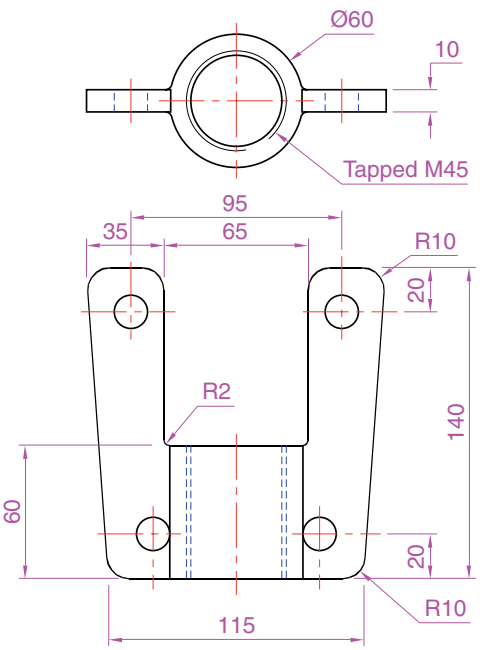

Fig. 16.14 First example – **rendering** – two-view projection
1. Construct a 3D model of the wing nut shown in the two-view projection in Fig. 16.14.